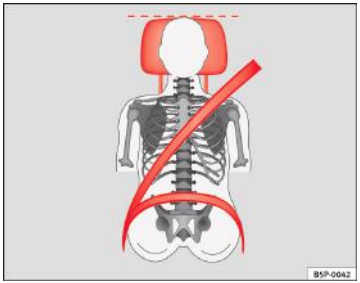

Fig. 12 Pozițiile corecte ale centurii de siguranță și ale tetierei, văzute din față
- **Secțiunea pentru umăr trebuie poziționată peste mijlocul umărului. Centura de siguranță trebuie să stea întinsă și lipită de tors ⇒fig. 12.**